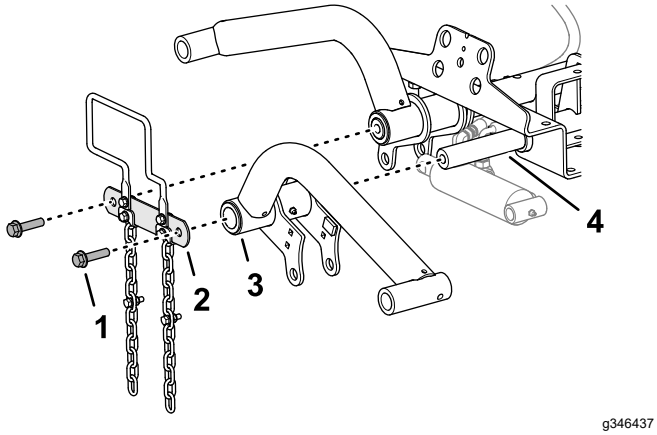

**Figur 11**
1. Montera lyftarmarna på lyftarmens vridbara axlar enligt Figur 11).
2. Montera den vridbara axellänken på lyftarmens vridbara axlar (Figur 11) med de två flänshuvudskruvar (½ x 2 tum) som du tog bort i Förbereda montering av lyftarmarna (sida 16).